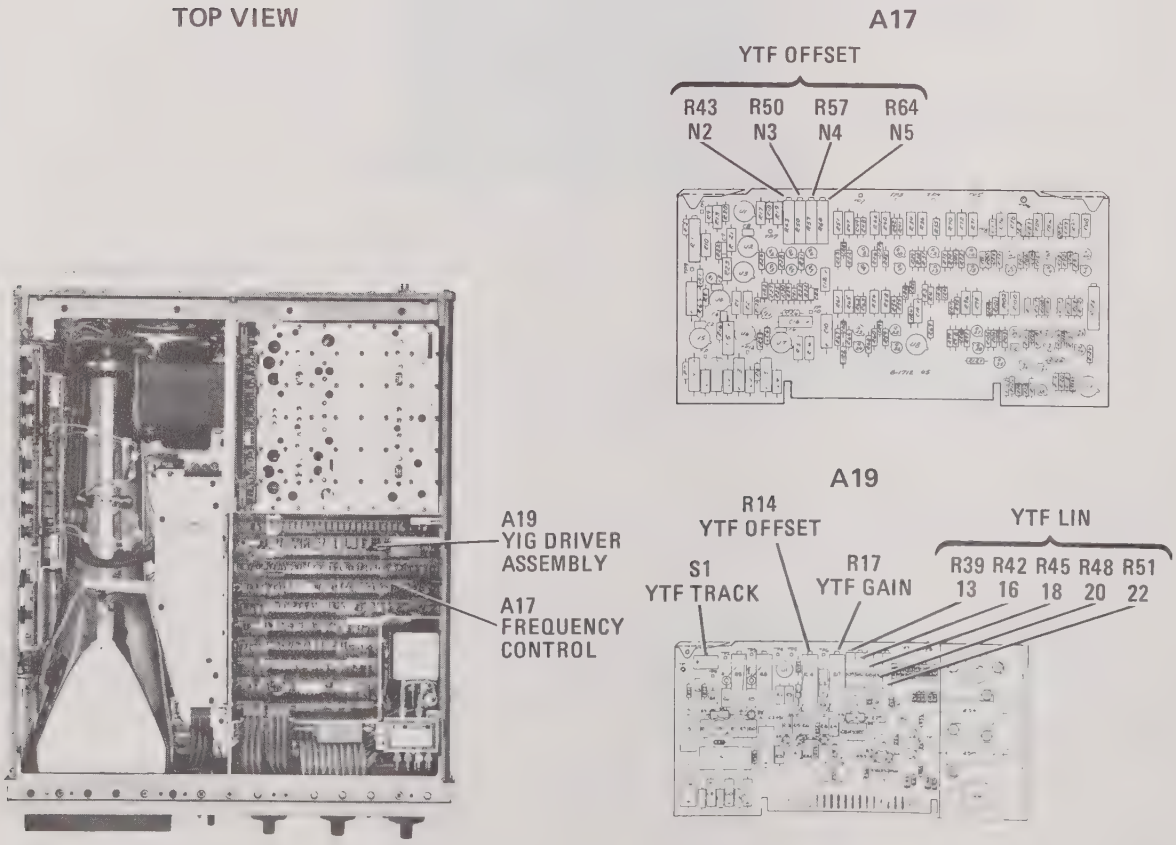

Figure 5-52. YTF Tracking Adjustment Locations
c. Set A19S1 YTF TRACK (Figure 5-52) switch to TEST position.